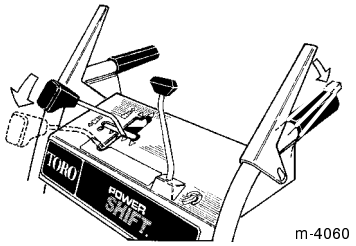

Figure 19
2. To move the wheels to the front or the rear position, move the speed shift control fully forward to the Power Shift position and hold it there (Fig. 19).
3. Fully engage the traction drive lever to move the wheels into the alternate position (Figs. 19 and 20).